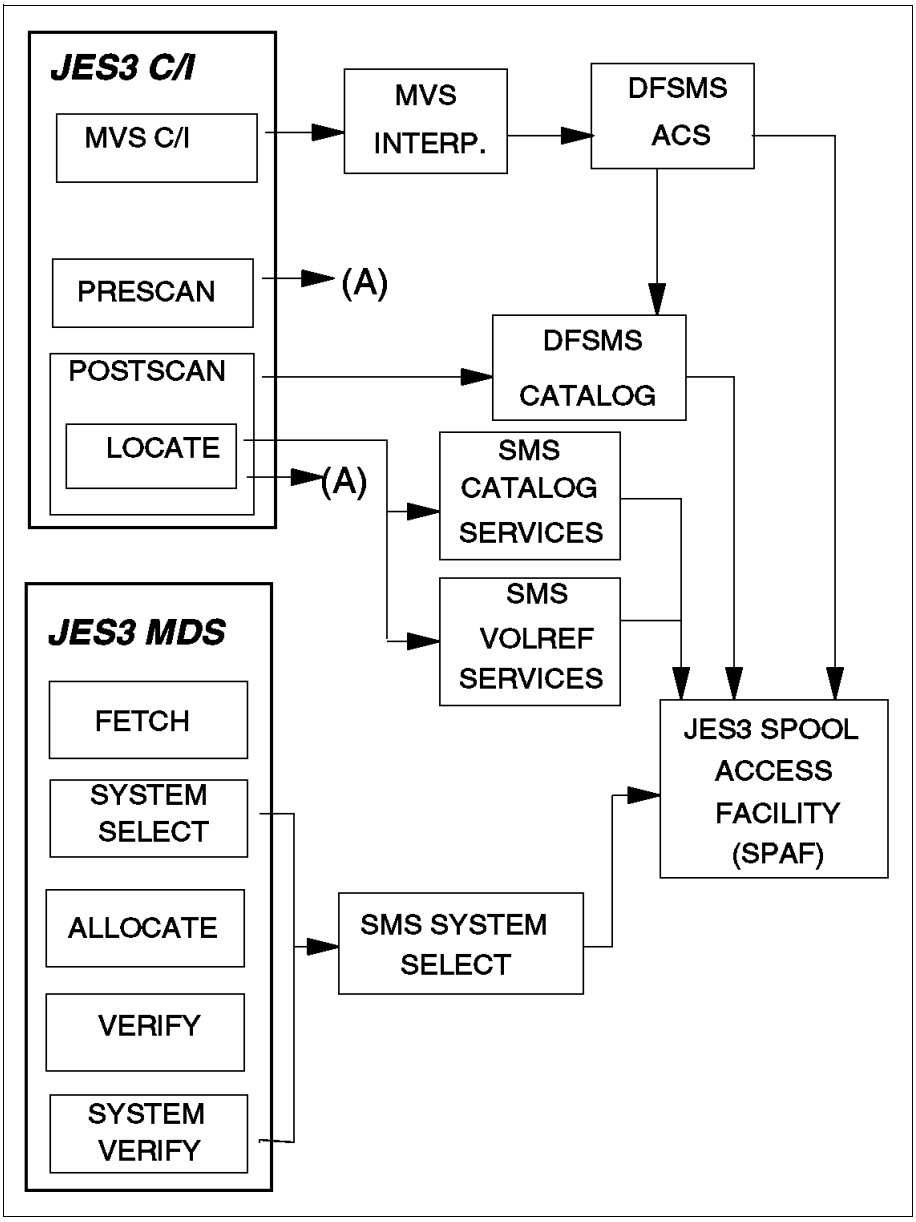

Figure C-11 JES3 CI and MDS processing phases
- Two calls, one from the prescan phase and the other call from the locate processing phase, are made to the new DFSMS support module, as shown in Figure C-11 on page 907.
Figure C-11 on page 907 shows the JES3 processing phases for CI and MDS. The processing phases include the support for system-managed direct access storage device (DASD) data sets.